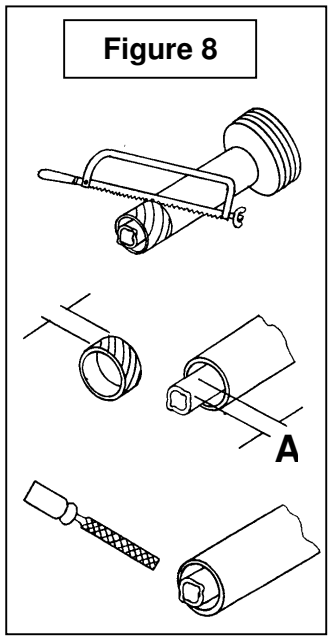

Figure 8
5. Couper le garde une seconde fois pour laisser la même distance entre la fin du garde et la fin de l'arbre qui existait auparavant. Pour obtenir la distance "A" approprié illustré à la Figure 8, couper le garde selon le tableau ci-dessous: